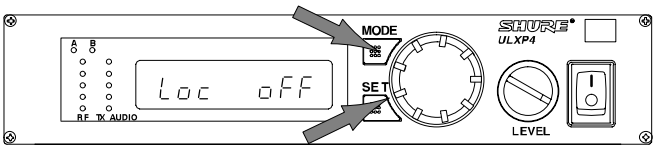

FIGURA 43
1. Tenete premuto il pulsante SET e premete tre volte quello MODE. Sul display appare la dicitura “Loc”. (vedi Figura 43).